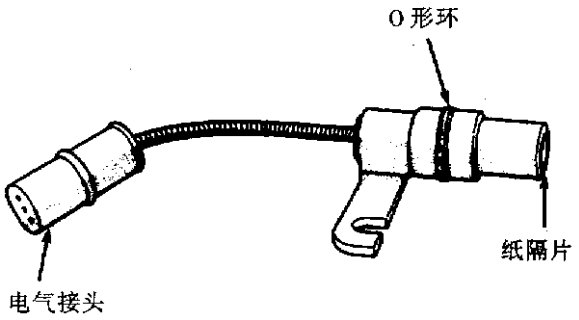

图 4-61　凸轮轴位置传感器
① 3.3L，3.8L。当成组的凸轮轴链轮上的切口从传感器下面通过时，传感器产生脉冲(图 4-61)。PCM 追踪曲轴旋转并通过由凸轮轴链轮上的切口所产生的脉冲来辨别每一个气缸。每一组凸轮轴脉冲后面紧跟着四个曲轴脉冲。